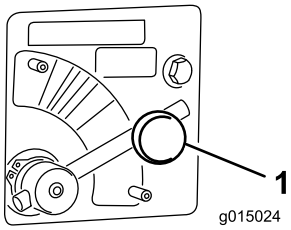

Figur 44
1. Løsn grebet, der holder armen til spinderventilen fast (Figur 44).
2. Roter armen til spinderventilen (Figur 44) til den ønskede farve (fx gul).
1. Flyt armen til spinderventilen til den **blå** del (MAKSIMAL HASTIGHED) (Figur 44). Når armen er drejet så langt som muligt med uret, bør den stå vandret.